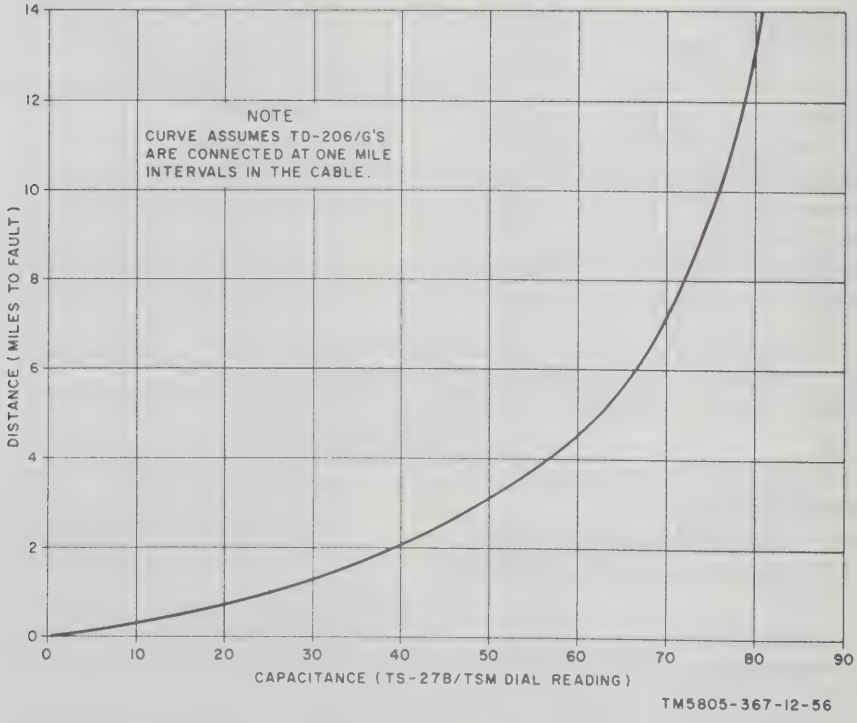

Figure 4–1. Test Set TS–27B/TSM, CX–4245/G transmission cable capacitance-distance curve.
(1) Operate the TD–204/U CABLE POWER switch to OFF.
(2) Disconnect the cable from the TD–204/U TO CABLE connector and connect it to Test Set TS–27B/TSM.
(3) Measure the capacitance of the cable with the TS–27B/TSM and translate the indication into the distance to the fault (fig. 4–1).
(4) If the indicated distance exceeds 10 miles, send a lineman out to the 10-mile point to repeat the measurement.
(5) Instruct the lineman to use the AN/PTM–7 at the cable connection nearest the fault to locate the distance to the fault.